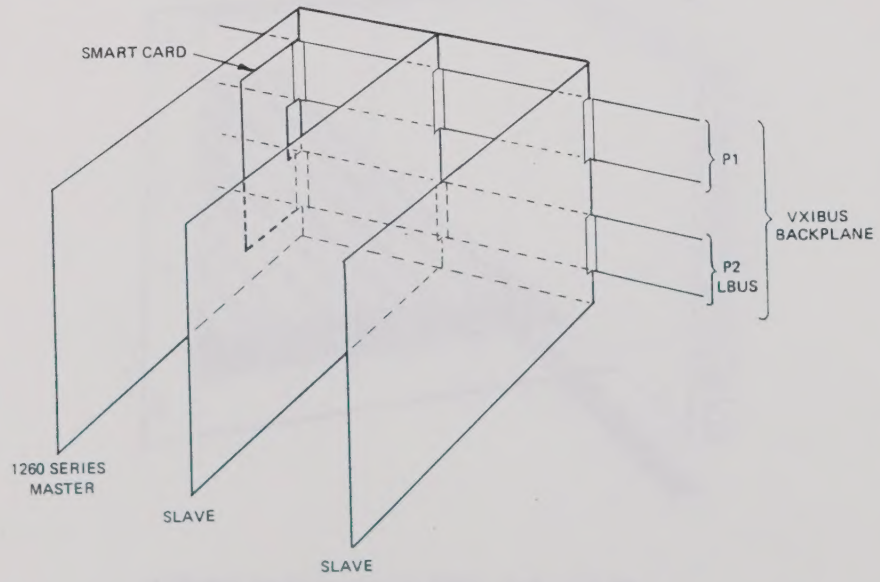

Figure 1-2, 1260 Series Smart card and Slaves
1.2.2 The 1260 Series switching modules are installed in a VXIbus compatible chassis in a continuous set of adjacent chassis slots. One of the 1260 Series switching modules to be fitted to the VXIbus chassis must be designated the system master and must be fitted with Option 01. All other switching modules fitted to the chassis are slaved to the master. Refer to Figure 1-2 for an illustration of this arrangement.